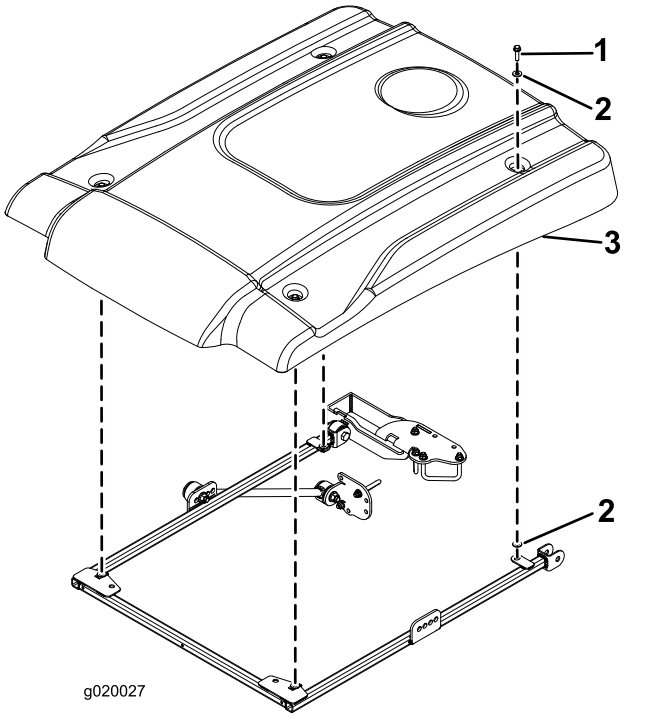

Figure 29
12. While aligning the mounting holes, position the sunshade onto the frame as shown in Figure 29.
13. Loosely mount each corner of the sunshade to the frame with a flange-head bolt (5/16 x 2-1/4 inches), and 2 small washers (Figure 29). Position a washer on each side of the sunshade rubber grommet.